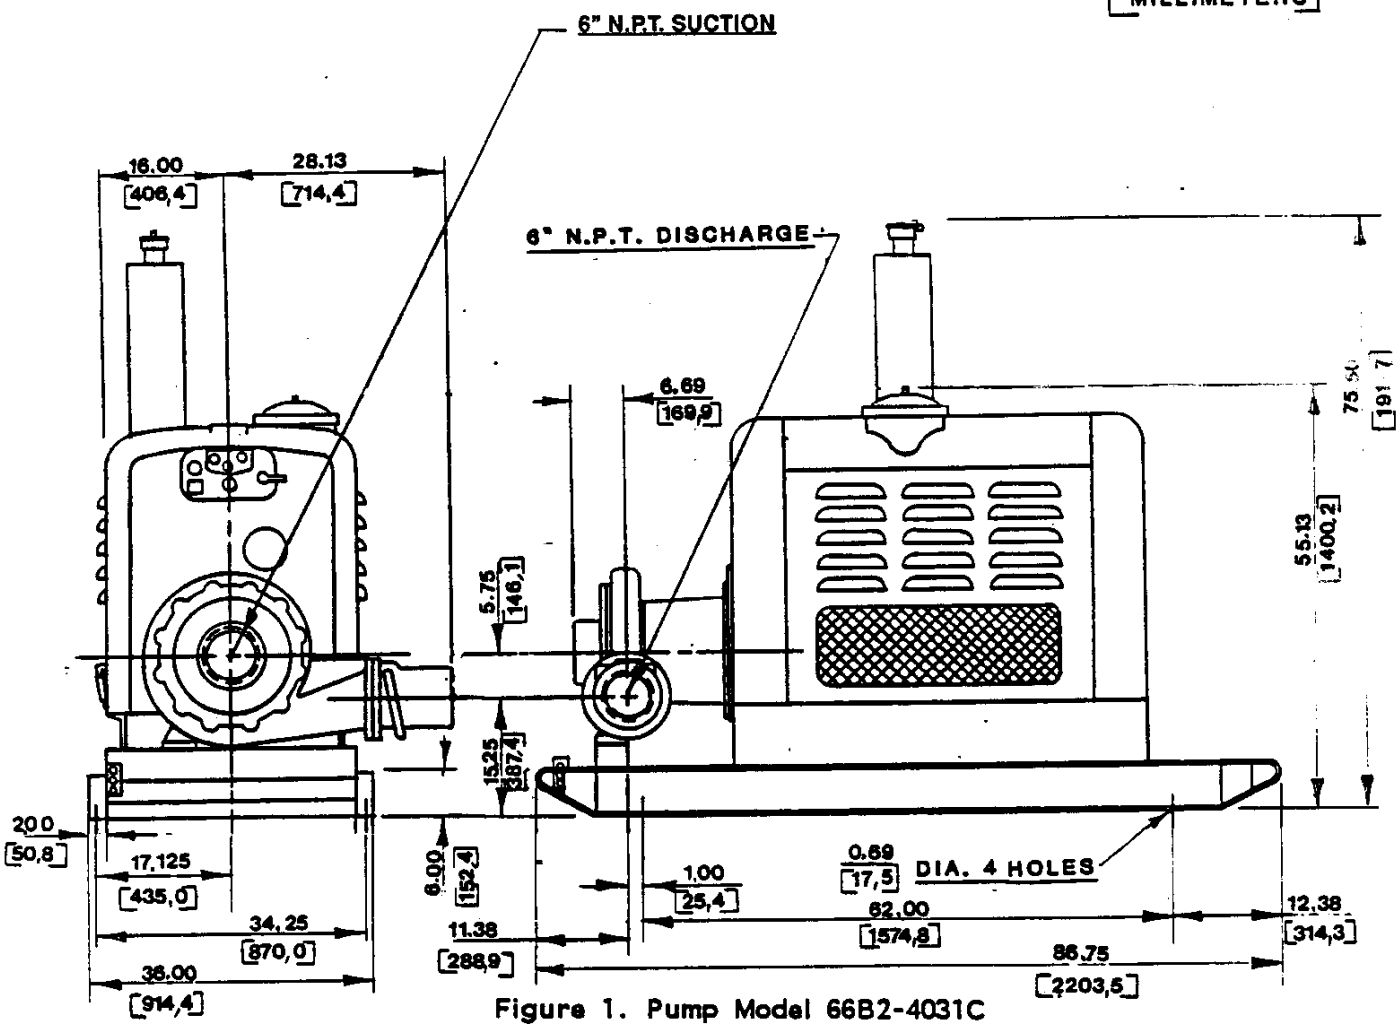

Figure 1. Pump Model 66B2-4031C
**See Figure 1 for the approximate physical dimensions of this pump and engine.**